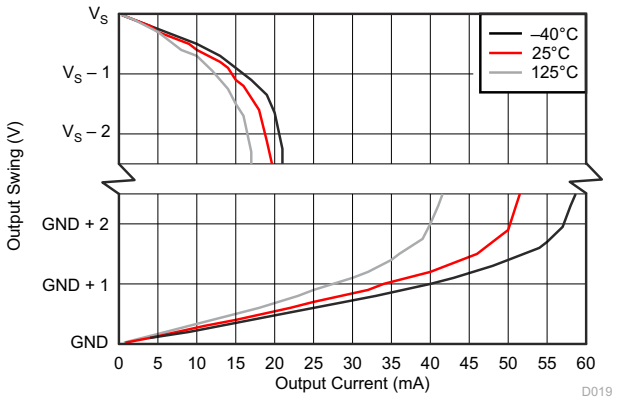

図 7-19. Output Voltage Swing vs. Output Current
(1) RTI = referred-to-input.
(2) Offset voltage is obtained by linear extrapolation to V_{SENSE} = 0 V with V_{SENSE} = 10% to 90% of full-scale-range.
(3) See 図 7-19.
(4) Swing specifications are tested with an overdriven input condition.